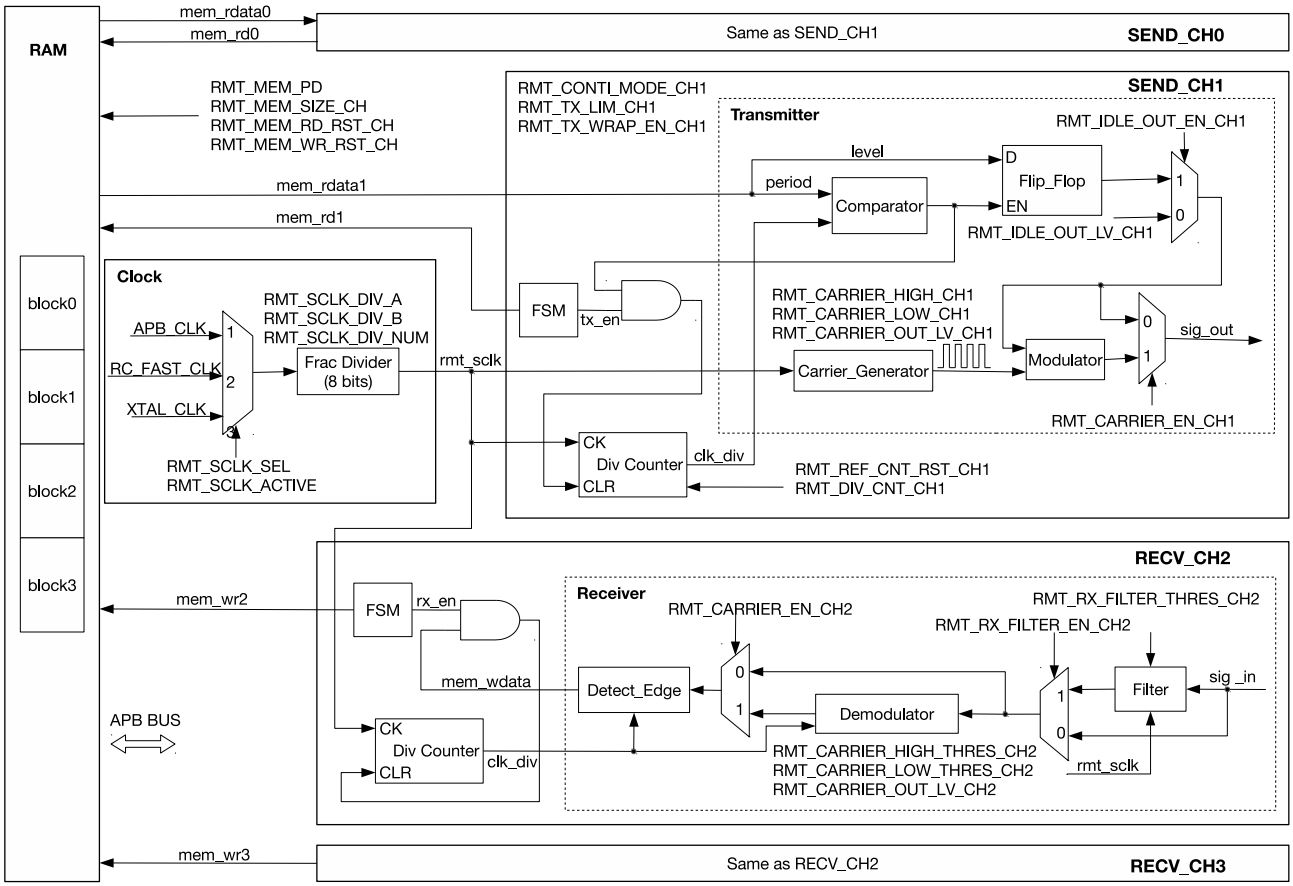

Figure 33.3-1. RMT Architecture
- Period: points out how many clk_div clock cycles the level lasts for, see Figure 33.3-1.
The clock source of RMT can be APB_CLK, RC_FAST_CLK or XTAL_CLK, depending on the configuration of RMT_SCLK_SEL. RMT clock can be enabled by setting RMT_SCLK_ACTIVE. RMT working clock (rmt_sclk) is obtained by dividing the selected clock source with a fractional divider, see Figure 33.3-1. The divider is:
RMT_DIV_CNT_CH*n*/*m* is used to configure the divider coefficient of internal clock divider for RMT channels. The coefficient is normally equal to the value of RMT_DIV_CNT_CH*n*/*m*, except value 0 that represents coefficient 256. The clock divider can be reset by clearing RMT_REF_CNT_RST_CH*n*/*m*. The clock generated from the divider can be used by the counter (see Figure 33.3-1).